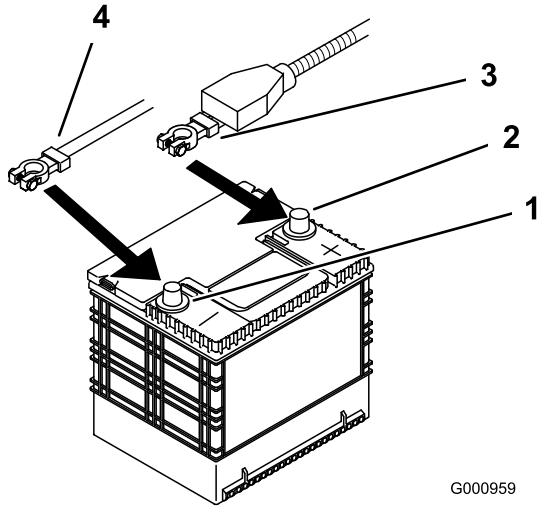

Figuur 52
4. Maak eerst de minkabel los van de minpool (–) van de accu (Figuur 52).
5. Schuif het rode stofkapje voor de accupool van de pluspool (rood) van de accu. Verwijder vervolgens de pluskabel (rood) van de accu (Figuur 52).
4. Bevestig de kabels met 2 bouten (1/4 x 3/4 inch), 2 ringen (1/4 inch) en 2 borgmoeren (1/4 inch) (Figuur 52).